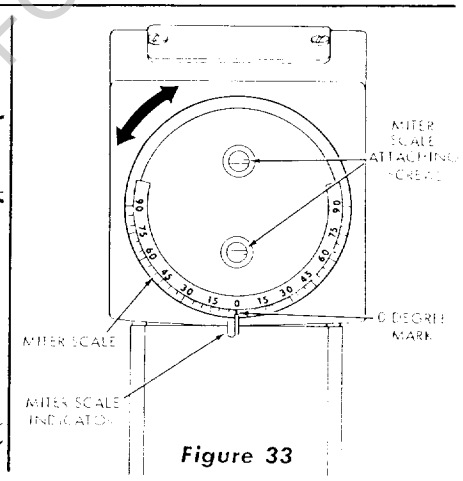

Figure 33
i. Loosen the two miter scale attaching screws (figure 33) and rotate the miter scale until the 0° mark is aligned with the indicator. Tighten screws and re-check.